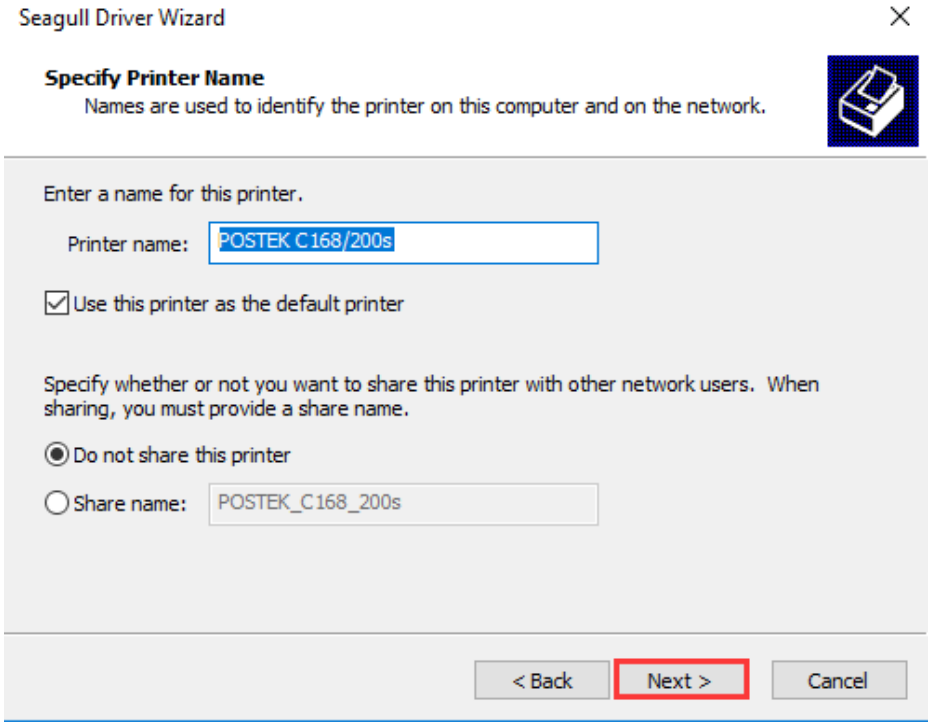

Figure 2-49 Specify Printer Name
10. On the "Specify Printer Name" screen, enter a name for the printer, as shown in Figure 2-49. Click "Next" to complete the driver installation.